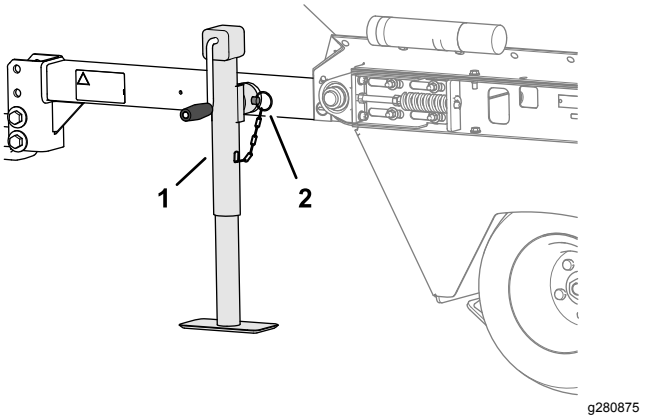

Figur 11
2. Vrid domkraften vertikalt (Figur 11).
3. Fäst den på monteringsröret med sprintbulten (Figur 11).